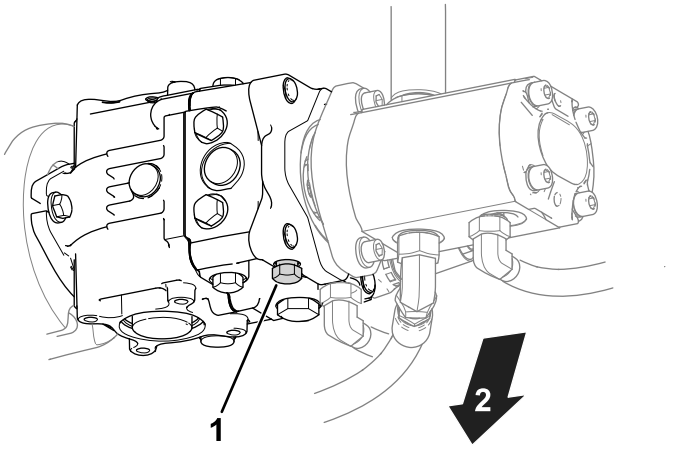

Figura 27
1. Localice la válvula de desvío en la bomba (Figura 27).